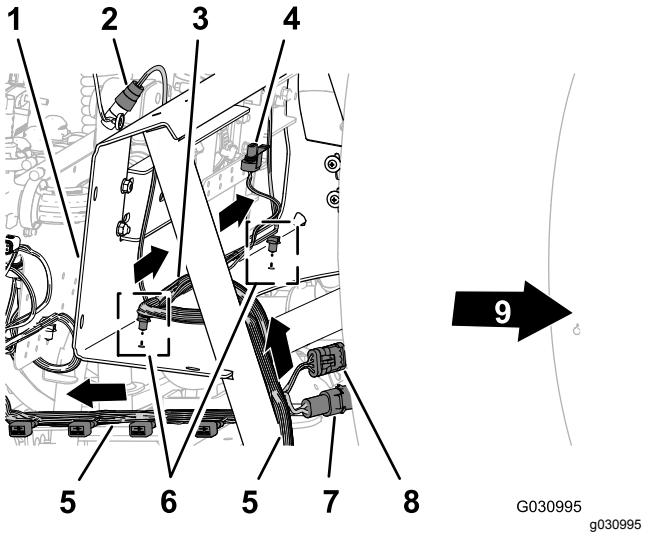

Figuur 125
1. Leid de kabelboomaftakking van 203 cm aan de binnenkant van de steun voor de klepbevestiging, en naar achteren naar de bevestiging voor de 10 kleppen; zie Figuur 125.
2. Leid de kabelboomaftakking van 81 cm voor de vloeistofstroommeter en de mengklep over de voorzijde van de bevestigingsbeugel van het verdeelstuk (Figuur 125).
van de bevestigingsbeugel van het verdeelstuk (Figuur 125).